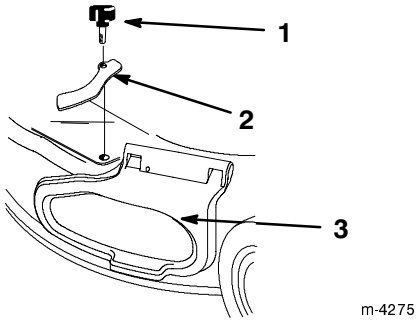

**Figure 44**
3. Remove the knob and side cover clamp (Fig. 44).
3. Remove the knob and side cover clamp, then replace the knob in the hole and save the clamp for future use (Fig. 44).
4. Lift up on the side opening cover (Fig. 44).